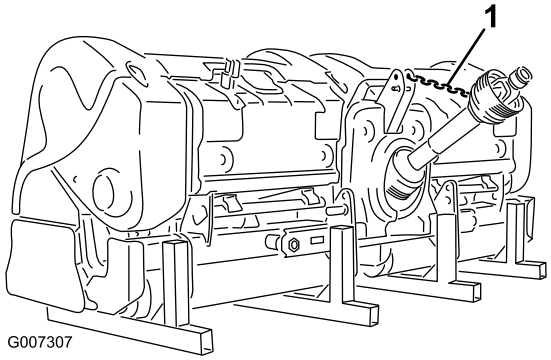

Figuur 40
12. Maak de ketting van de aftakas vast aan het aftakasscherm om te voorkomen dat de aftakas de grond raakt (Figuur 40).